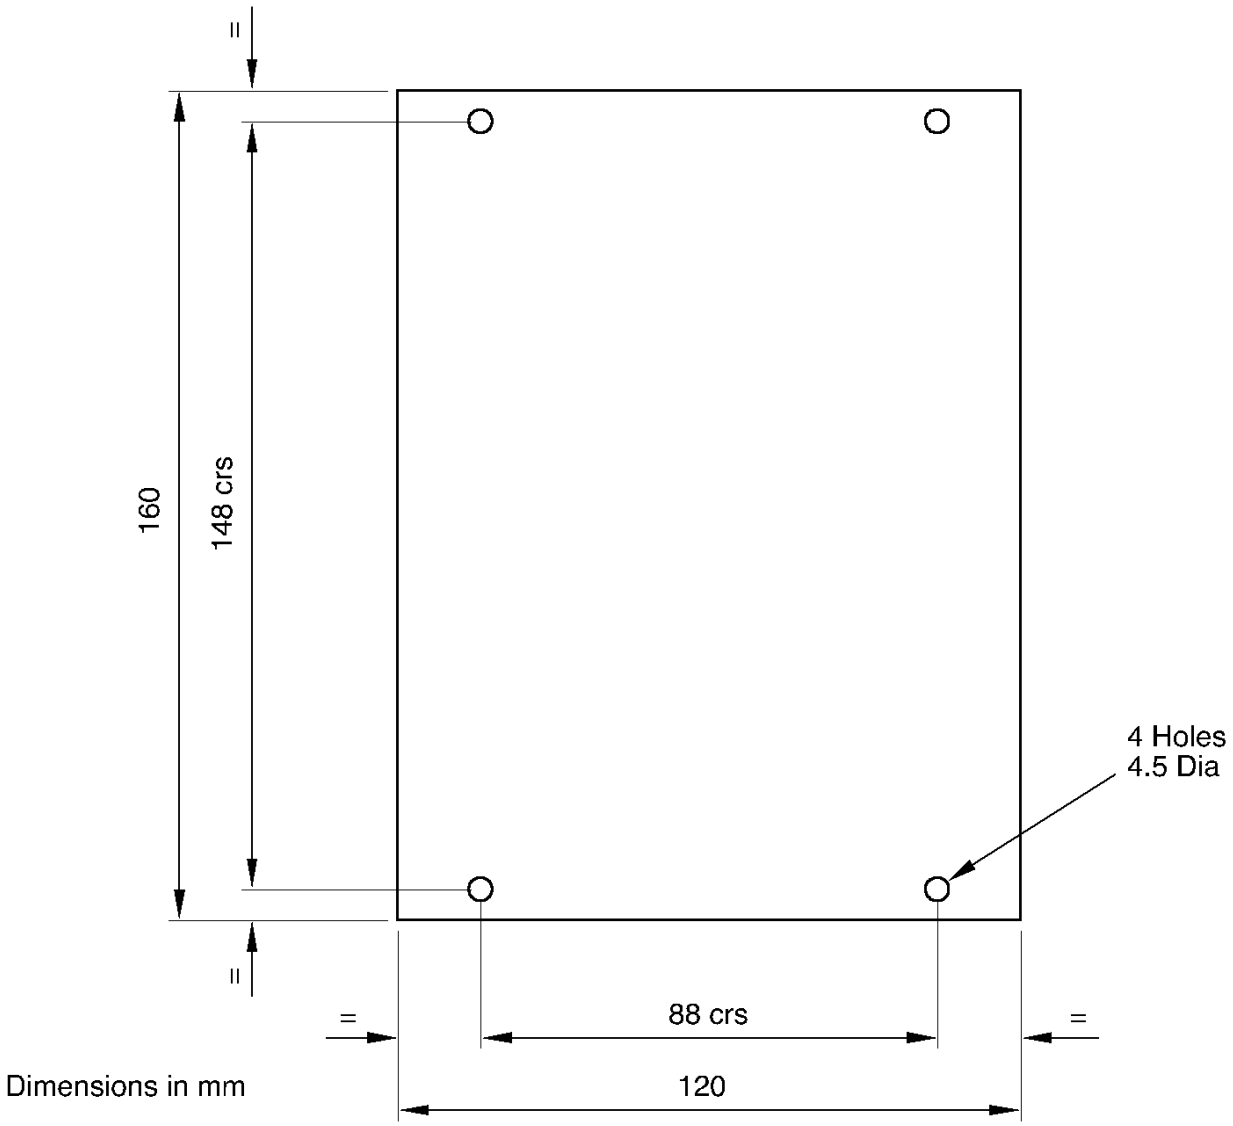

Fig. 3-2 Drilling Diagram for the Vacuum Alarm Switch Power Supply Box
(1) Drill the fixing hole positions according to the drilling diagram (see Fig. 3-2).
(2) Remove the front cover, and screw or bolt the box through the holes revealed.